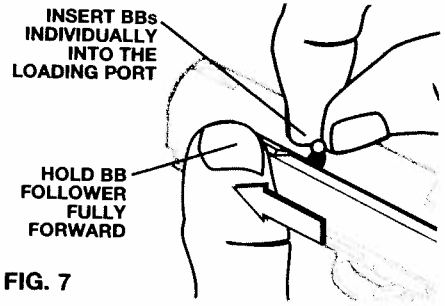

FIG. 7
3. Once the Magazine BB follower is held fully forward, a maximum of 15 .177 caliber BBs can be individually inserted into the Magazine Loading Port as shown. (see Fig. 7)